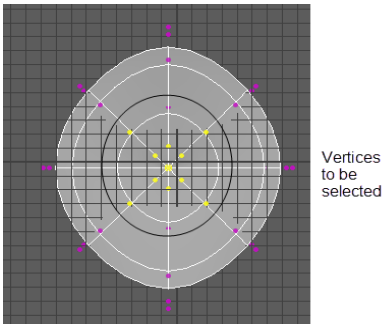

Figure 4-50 *Selecting vertices*
10. Press and hold the right mouse button over the cylinder and choose **Control Vertex** from the marking menu displayed; the vertex selection mode is activated. Next, select the vertices using the SHIFT key, as shown in Figure 4-50.